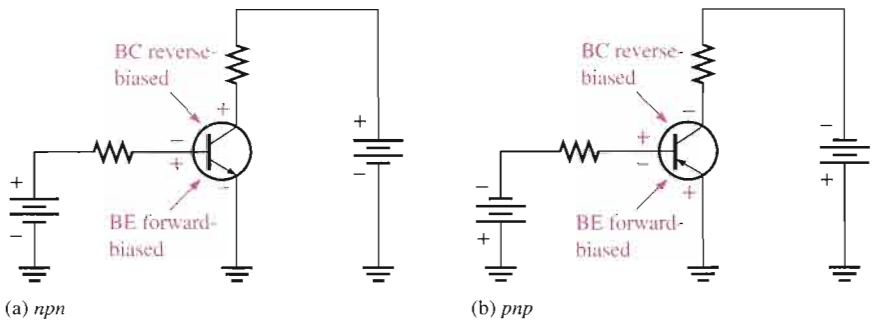

FIGURE 4–3
Figure 4–3 shows the proper **bias** arrangement for both *npn* and *pnp* **transistors** for active operation as an **amplifier**. Notice that in both cases the base-emitter (BE) junction is forward-biased and the base-collector (BC) junction is reverse-biased.
To illustrate transistor action, let's examine what happens inside the *npn* transistor. The forward bias from base to emitter narrows the BE depletion region, and the reverse bias from base to collector widens the BC depletion region, as depicted in Figure 4–4. The heavily doped *n*-type emitter region is teeming with conduction-band (free) electrons that easily diffuse through the forward-biased BE junction into the *p*-type base region where they become minority carriers, just as in a forward-biased diode. The base region is lightly doped and very thin so that it has a limited number of holes. Thus, only a small percentage of all the electrons flowing through the BE junction can combine with the available holes in the base. These relatively few recombined electrons flow out of the base lead as valence electrons, forming the small base electron current, as shown in Figure 4–4.